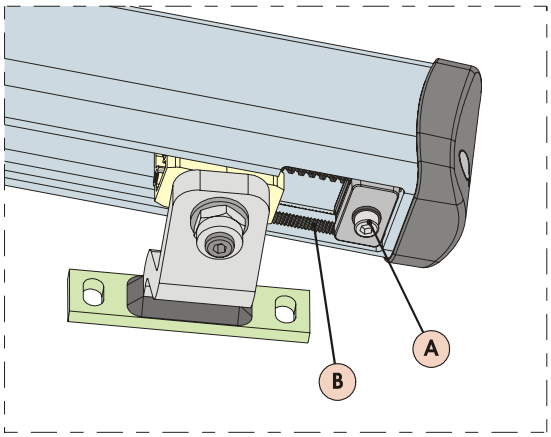

Abb. 19
3) Die Befestigungsschraube, Abb.19 – Bez.A. lockern. Es ist nicht erforderlich, die Schraube vollständig abzunehmen.
ACHTUNG: Der mechanische Anschlag arbeitet gekoppelt mit einem Zahnsegment, Abb. 19 Bez. B. Bei Behinderungen während der Bewegung sicherstellen, dass die Kupplung frei ist. KEINE GEWALT ANWENDEN.